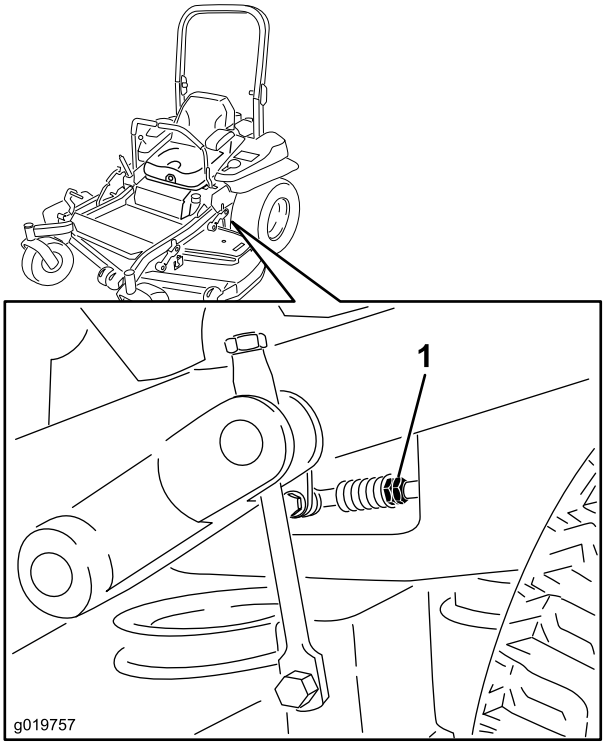

Figur 78
8. Justera längden på pumpens reglerstav genom att vrida de dubbla muttrarna på staven i lämplig riktning tills hjulen står stilla eller långsamt kryper bakåt (Figur 78).